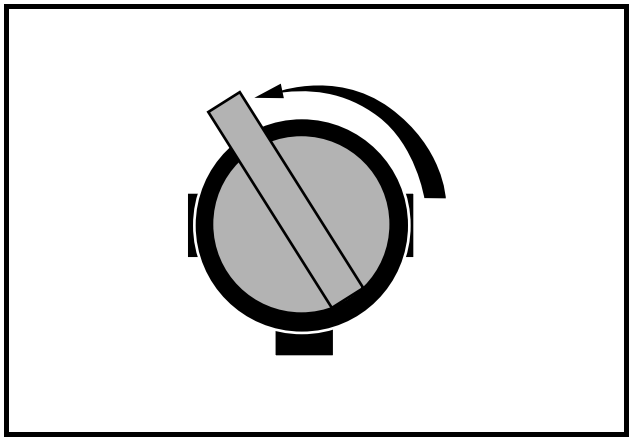
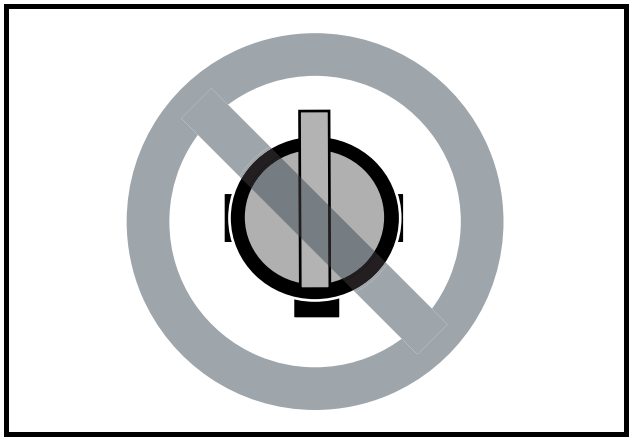

Figure 13 Fuel Shut-off Valve – Open Position
Figure 14 Fuel Valve – Partially Closed Position
6. Completely open the fuel shut-off valve **(Figure 13)**. Make sure the valve is fully open. A partially closed fuel shut-off valve combined with the use of the choke can result in a fouled spark plug and engine failure **(Figure 14)**.